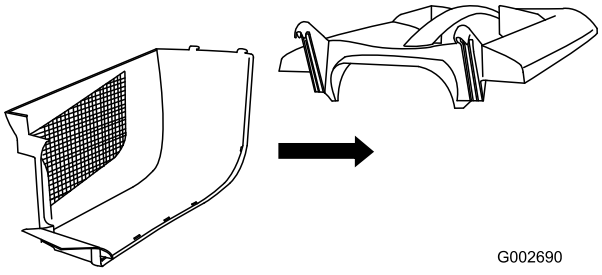

Figur 7
1. Skjut in en sidodel i spärrhakarna på överdelen (Figur 7).